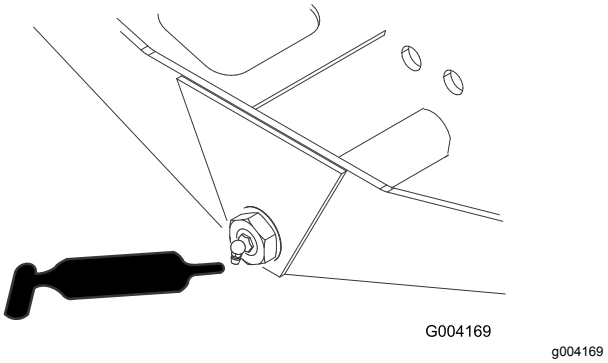

Figur 67
- Akselstyringsdreietapp (1) (Figur 67)